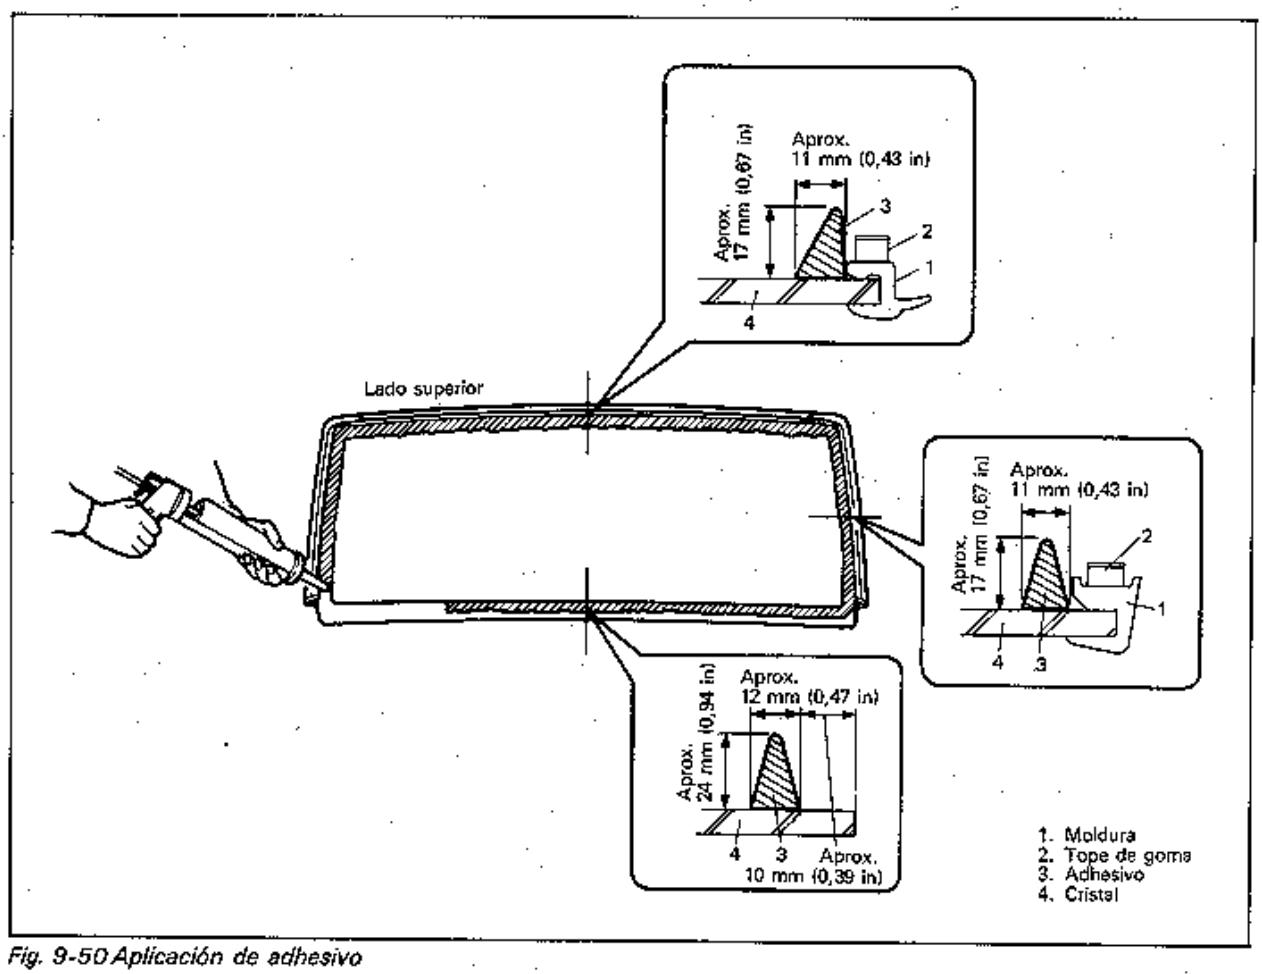

Fig. 9-50 Aplicación de adhesivo
10) Aplique adhesivo refiriéndose a la Fig. 9-50.